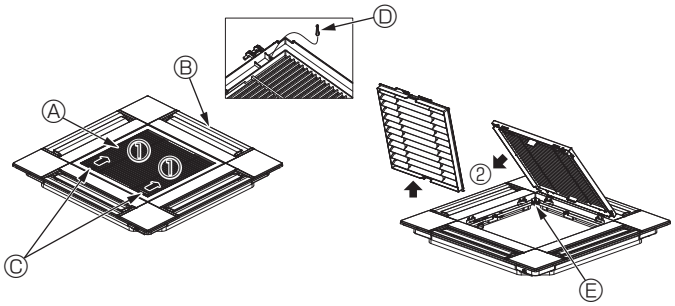
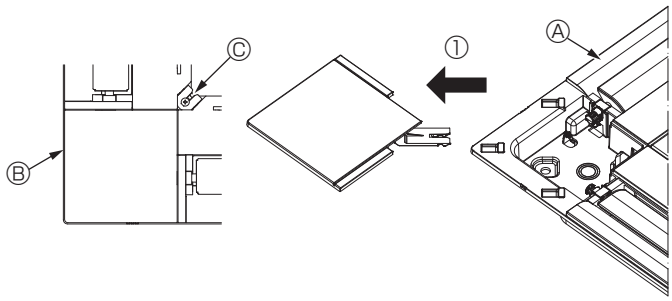

Fig. 10-3
Fig. 10-4
10.2.1. Dépose de la grille d'admission (Fig. 10-3)
- Pour ouvrir la grille d'admission, faites glisser les leviers dans le sens indiqué par la flèche ①.
- Lorsque la grille se trouve en position "ouverte", retirez la charnière de la grille d'admission dans le sens indiqué par la flèche ②.
10.2.2. Dépose du panneau d'angle (Fig. 10-4)
- Desserrez la vis au coin du panneau d'angle. Pour retirer le panneau, faites-le glisser dans le sens indiqué par la flèche ①.